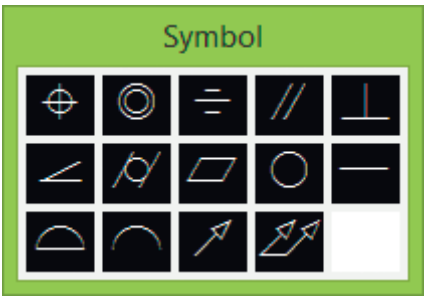

Рис. 11.39. Диалоговое окно символов
- В области **Sym** – вызов диалогового окна обозначения геометрических характеристик **Symbol** и выбор символа (рис. 11.39).